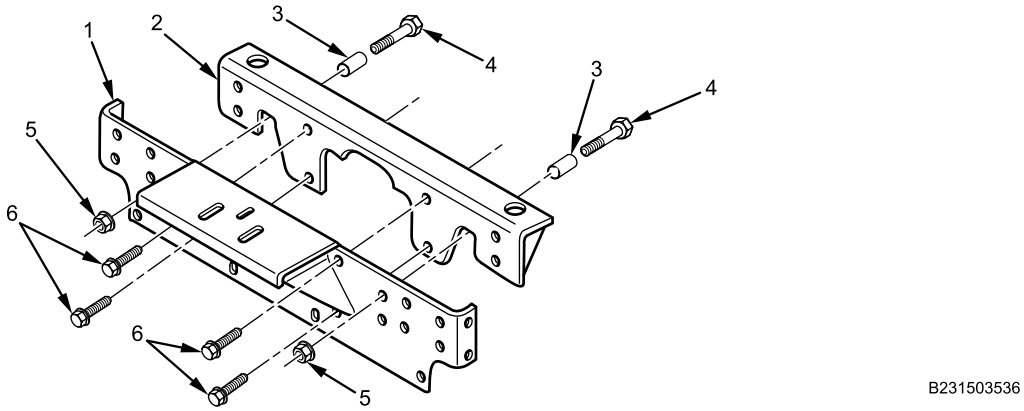

Figure 4. Radiator Support Crossmember and Radiator Support Assembly.
1. Remove four bolts (Figure 4, Item 6) from radiator support crossmember (Figure 4, Item 1).
2. Remove two bolts (Figure 4, Item 4), nuts (Figure 4, Item 5), and spacers (Figure 4, Item 3) from radiator support (Figure 4, Item 2).
3. Remove radiator support crossmember (Figure 4, Item 1) from radiator support (Figure 4, Item 2).